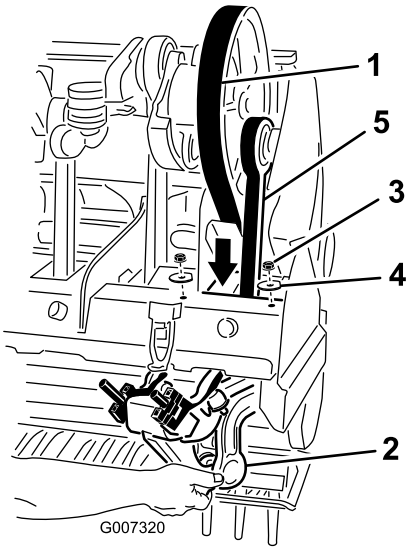

**Figur 34**
5. Løsn, og fjern de to (2) låsemøtrikker og skiver, der fastgør Rotolink-enhedens dæmper til #1 stampearm (Figur 34).
7. Før drivremmen ned gennem kernehovedrammen og omkring den nederste ende af #1 stampearm Figur 34